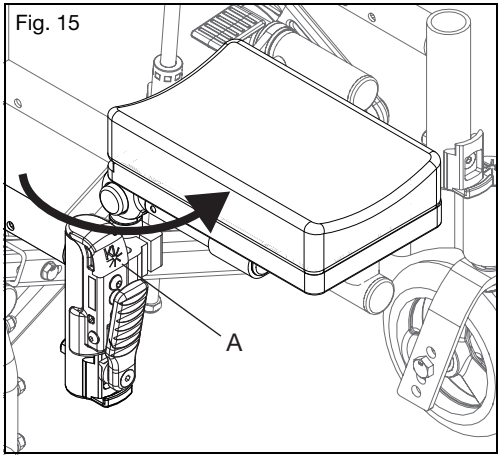

Fig. 15
a. Place RLS pivot saddle into the receiver on the front tube frame (Fig. 15:A).